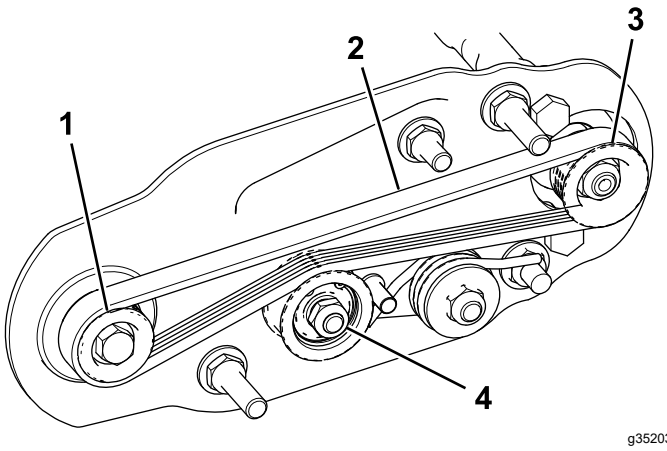

Rysunek 26
A. Ułóż pasek wokół **napędowego** koła pasowego i nad jałowym kołem pasowym (Rysunek 26).
B. Zacznij nakładać pasek na **napędzone** koło pasowe (Rysunek 26).